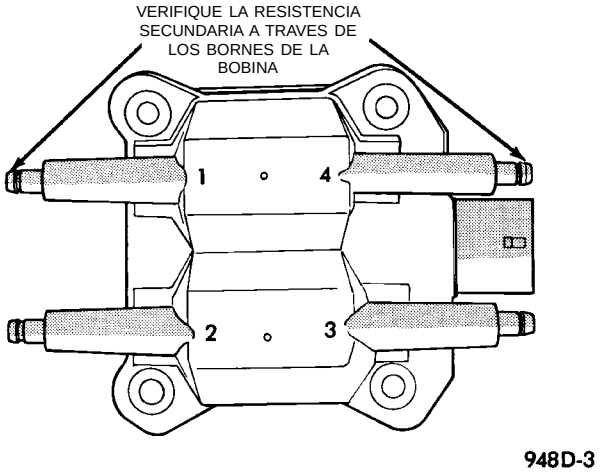

Fig. 19 Verificación de la resistencia secundaria de la bobina de encendido
(4) Retire los cables de encendido de los bornes secundarios de la bobina. Mida la resistencia secundaria de la bobina, entre los bornes de cada bobina individual (Fig. 19). La resistencia secundaria debe